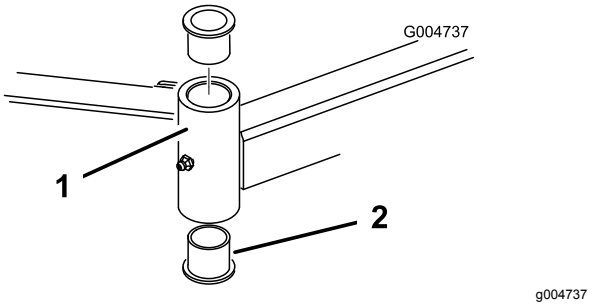

Figur 86
4. Sett inn kjørner i toppen eller bunnen av monteringstuben og driv hylsen ut av tuben (Figur 86).